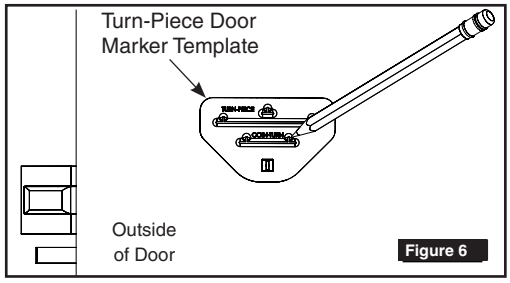

Figure 6
12. **COIN-TURN FUNCTIONS ONLY:** Mark two holes for coin-turn. (Figure 6)